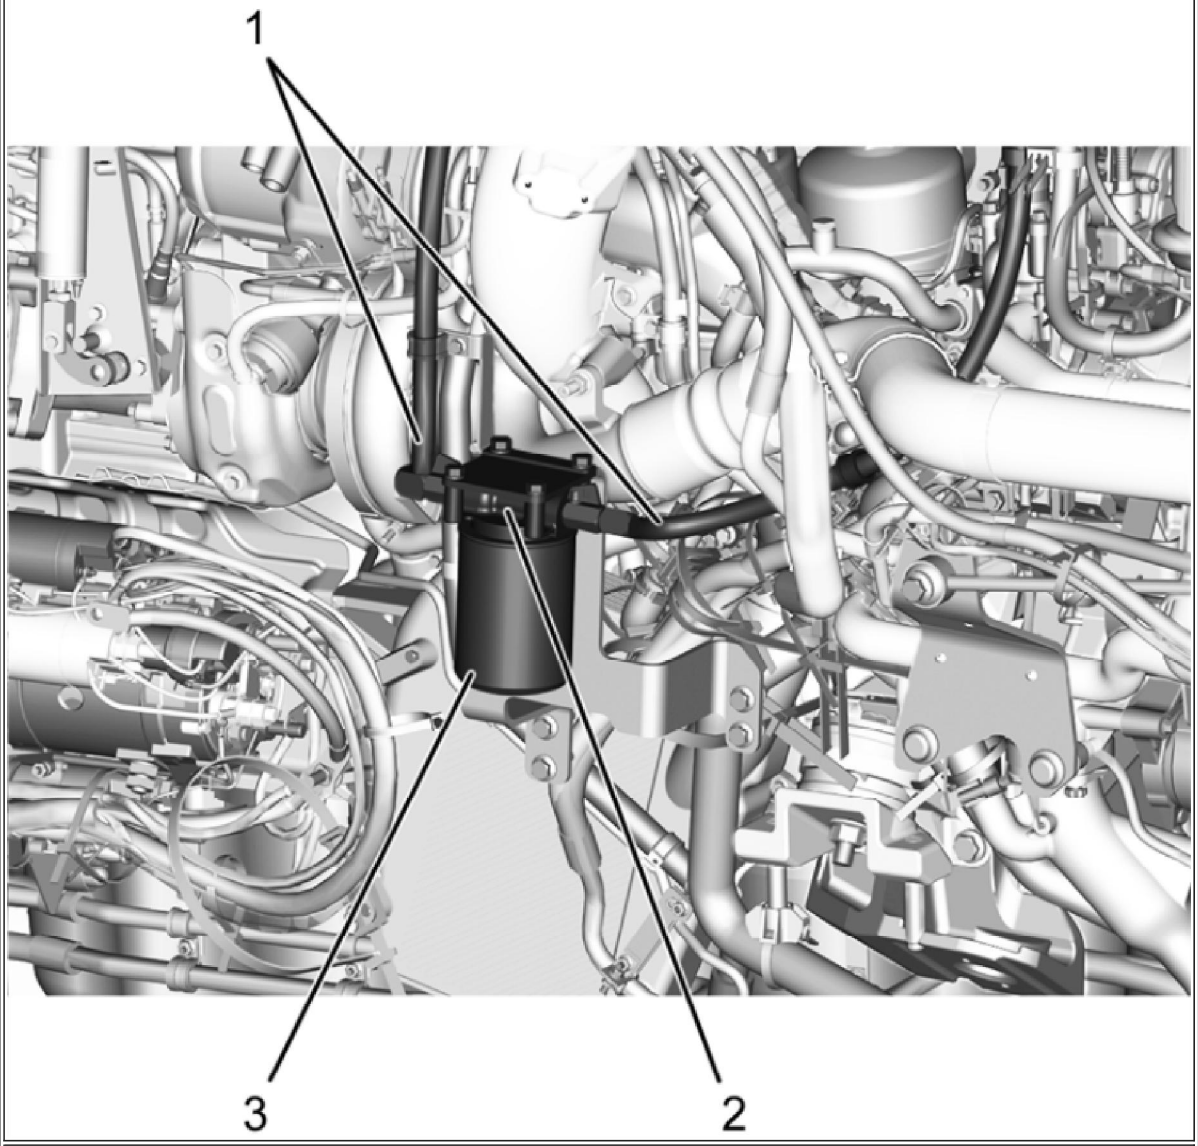

**Figure 6: Coolant Filter Assembly**
8. Remove and discard coolant filter (**Figure 6,** Item 3) from housing (**Figure 6,** Item 2) - Clean housing